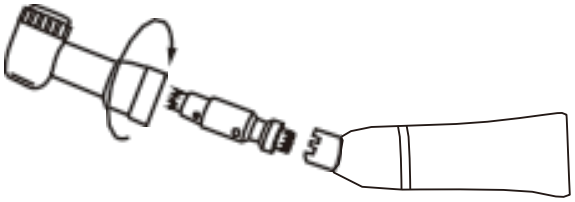

Fig. 15.1
① Draai de kleine schroef op het gebogen deel los, verschuif de kopafdekking en verwijder het tandwiel [Afb. 15.1].